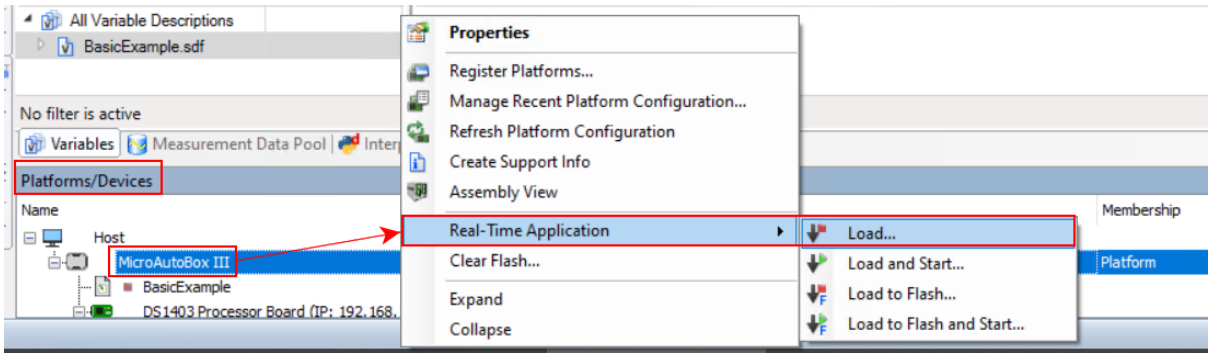
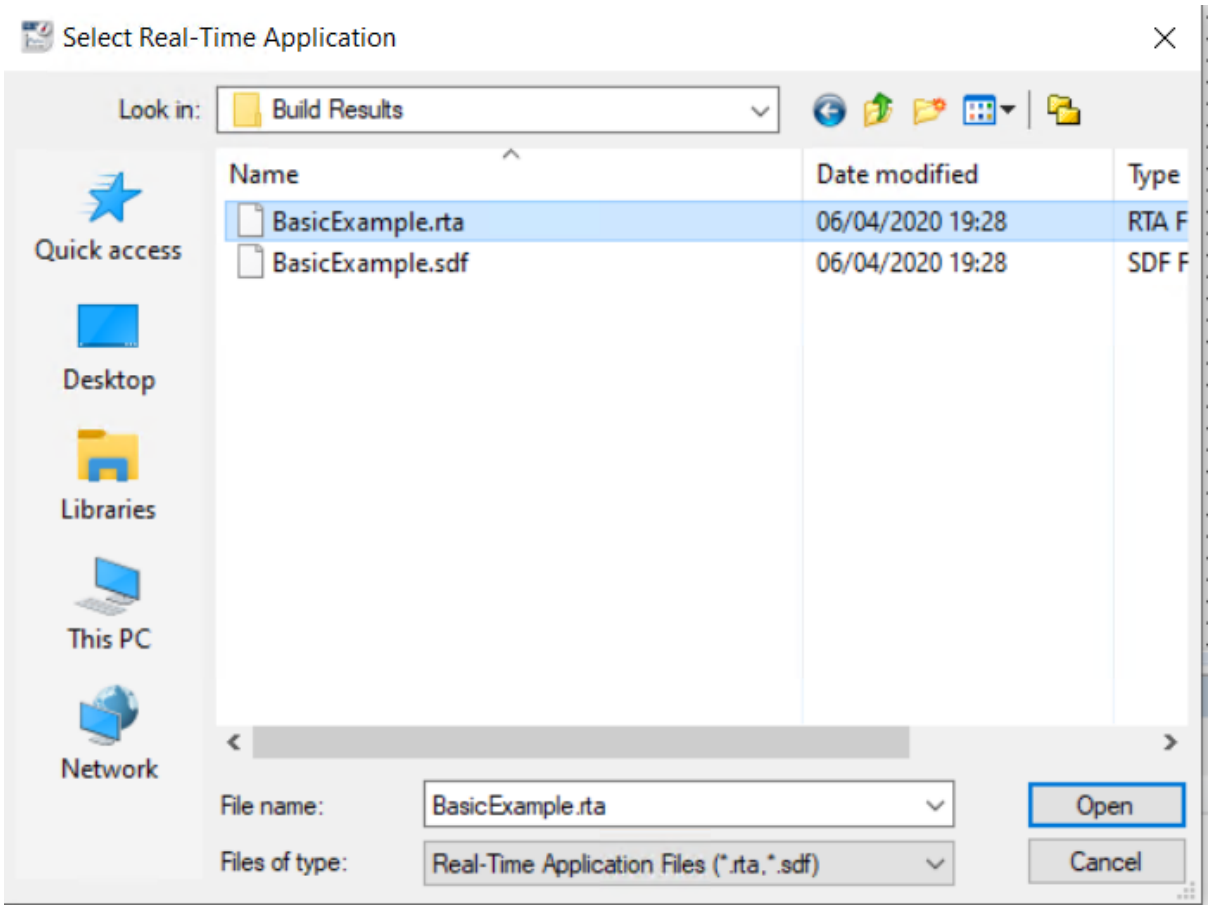

Figure 10.56: Load the application on the dSPACE MicroAutoBox III.
Figure 10.57: Select BasicExample.rta from the ConfigurationDesk project folder.
9) Application should have already been loaded from the building of ConfigurationDesk. Otherwise, select the `Platforms/Devices` tab. Right-Click on your platform and select `Real-Time Application>Load`. Choose the executable file `BasicExample.rta` (see Figure 10.56 and Figure 10.57).